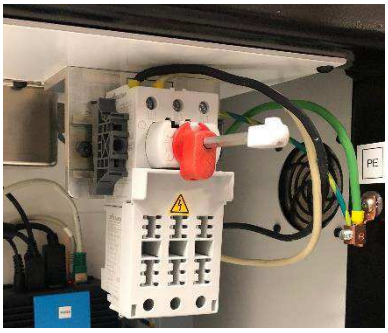

Figure 11
2. Install customer supplied 3-conductor power cord appropriate for the available voltage and current capacity (200-240VAC, single phase, 10A) by routing it through right-angle cable gland (located on the left side panel of the machine. On the inside of the machine, route cable up. Terminate ground wire to PE ground stud on machine frame. Terminate phase wires to the enclosed main power disconnect switch (see Figure 11).